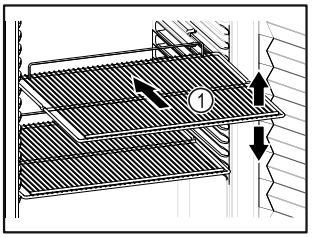

Fig. 60 Reprezentare exemplificativă
- ❑ Dacă polițele *Fig. 60 (1)* pot fi mutate, adaptați-le în funcție de înălțime.